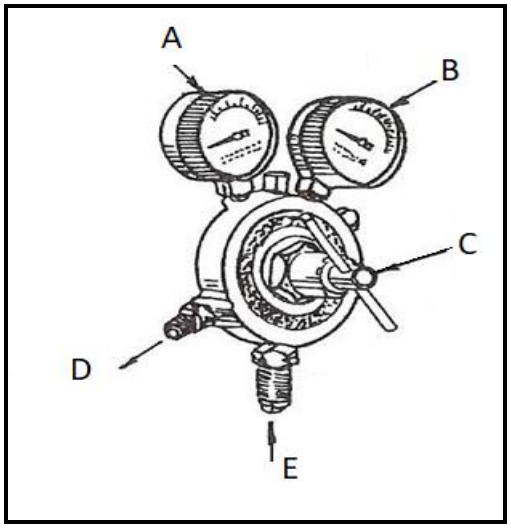

FIGUUR 5 (5)
3.2 Identifiseer die verskillende gemerkte dele van die SA('OA')-sweissoldeerstelsel in FIGUUR 5 deur die antwoord langs die letter (A–E) in die ANTWOORDBOEK neer te skryf.